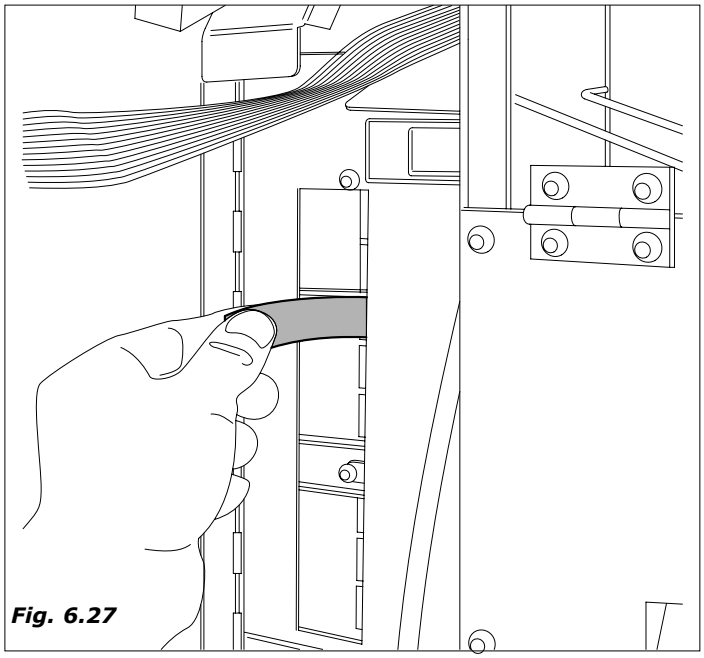

Fig. 6.27
- Introduzir as etiquetas na ordem e segundo as seleções utilizadas sobre o distribuidor (*Fig. 6.27*)